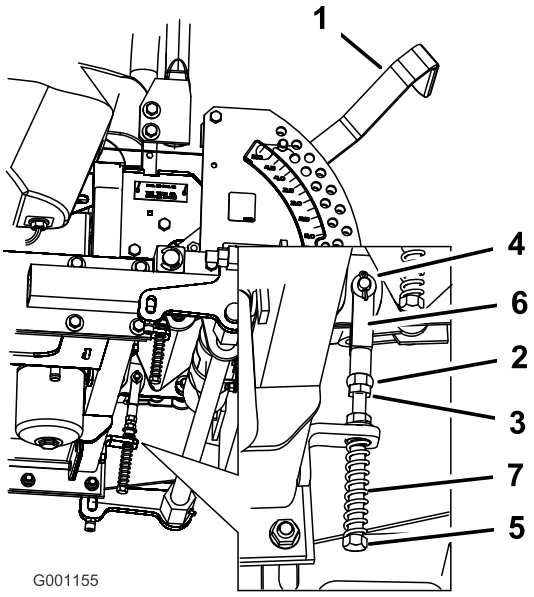

Figuur 77
8. Als de hendel moet worden afgesteld, draait u de moer en de contramoer tegen de gaffel los (Figuur 77).
9. Oefen een lichte achterwaartse druk uit op de rijhendel, draai de kop van de stelbout in de juiste richting totdat de hendel in de vergrendelde neutraalstand is gecentreerd (Figuur 77).
10. Draai de moer en de contramoer vast (Figuur 77).